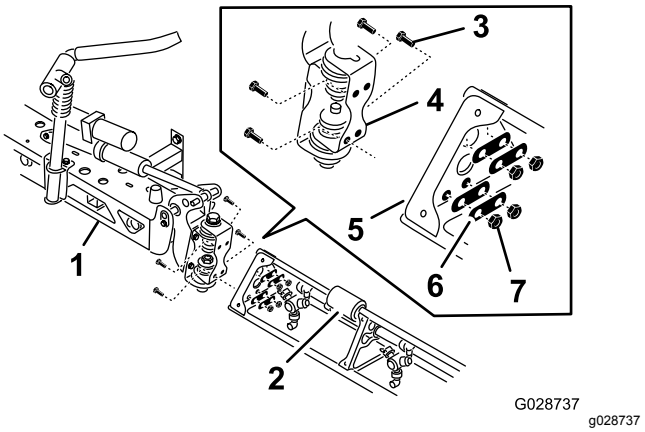

Figur 40
2. Roter hver svingbrakett på enden av den midtre bomseksjonen slik at brakettene er innrettet vertikalt (Figur 40).
4. Monter hengselplaten på den trekantede platen ved hjelp av de fire flenshodeboltene, de fire bakplatene og de fire flenslåsemutterne (Figur 40) du fjernet i trinn 1.
6. Rett inn stangenden på bomløftesylinderen med hullene i hornet på svingbraketten (Figur 40).
7. Fest stangenden til svingbraketten med en splittpinne og en hårnålssplint (Figur 40).